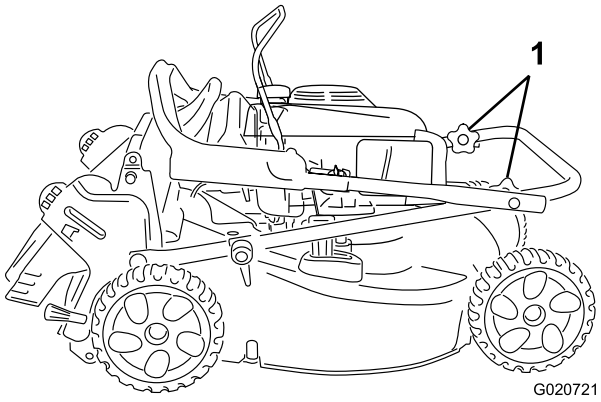

Rysunek 3
1. Poluzuj pokrętła uchwytu (rysunek 3).